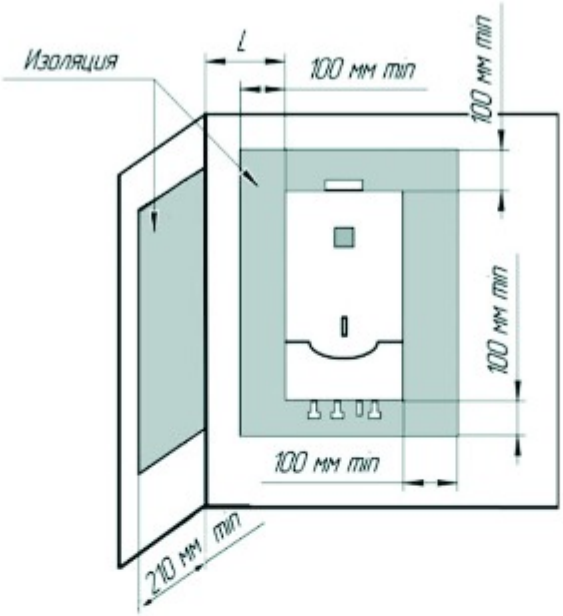

Рис. 3 Установка аппарата на трудносгораемых стенах.
5.6 Аппарат устанавливается на несгораемую кирпичную, бетонную (с облицовкой керамической плиткой или без неё) стену. Допускается установка аппарата на трудносгораемых стенах при условии изоляции стены оцинкованным листом толщиной 0,8-1 мм по листу базальтового теплоизоляционного картона БТК толщиной 3-5 мм. Изоляция стены должна выступать за габариты корпуса аппарата не менее чем на 100 мм с каждой стороны (см. рис.3), а расстояние от боковых поверхностей аппарата до трудносгораемых стен без применения изоляции должно быть не менее 250 мм. При уменьшении указанного расстояния до 150 мм необходима установка теплоизоляции.